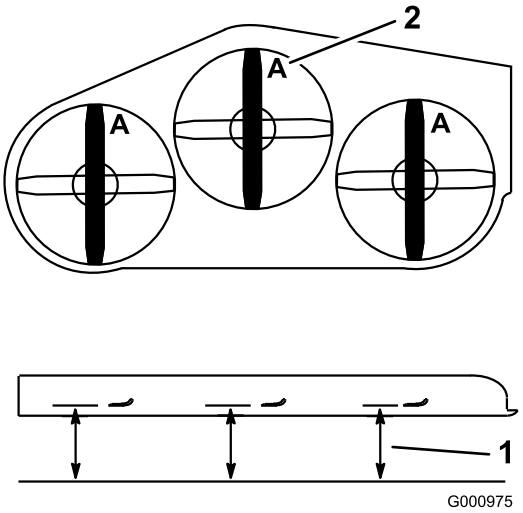

**Figuur 91**
3. Draai de messen totdat de uiteinden in de lengterichting liggen (Figuur 91). Meet de afstand tussen een horizontaal oppervlak en de snijrand, stand **A**, van de messen (Figuur 91). Noteer deze afstand.